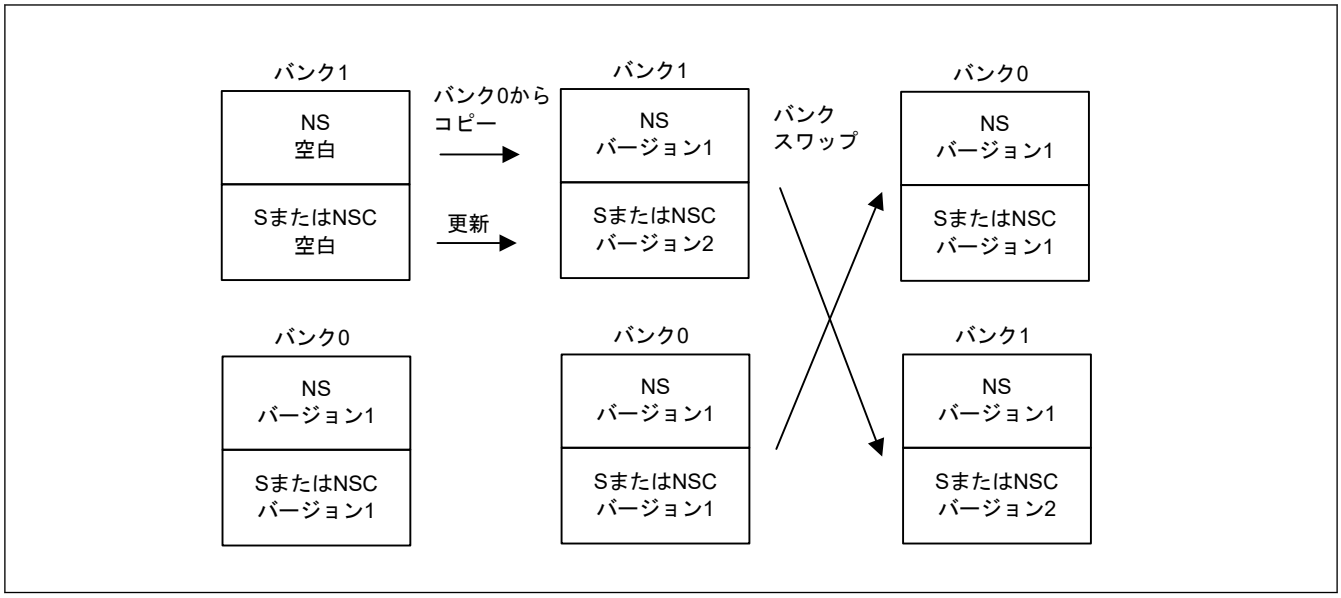
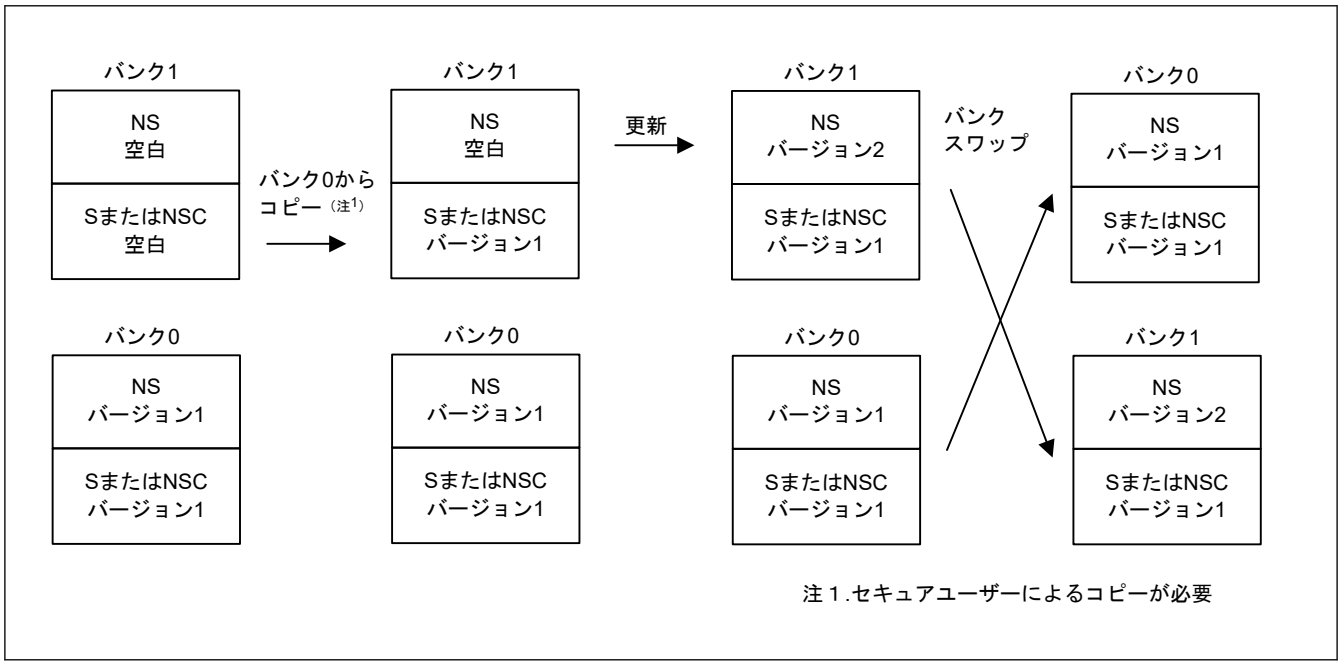

図 40.11　セキュア領域または NSC 領域のフィールドアップデートフロー
図 40.12　非セキュア領域のフィールドアップデートフロー
現地でファームウェアをアップデートする場合は、デュアルモードでのバンク切り替え後のセキュア領域（S または NSC）または非セキュア領域 (NS) の内容が維持されるように注意してください。図 40.11 および図 40.12 に、デュアルモードでのセキュア領域または非セキュア領域の情報のフィールドアップデート実行フローを示します。
図 40.11 および図 40.12 に、それぞれデュアルバンクモードでの実行時のセキュア領域と非セキュア領域のアップデートを示します。初期段階では、バンク 0 にはファームウェアのバージョン 1 が含まれ、バンク 1 は空白です。図 40.11 で示すように、S または NSC ファームウェアをバージョン 2 にアップデートするには、まずバンク 0 のバージョン 1 の NS ファームウェアをバンク 1 にコピーし、S または NSC をバージョン 2 にアップデートし、次にバンクスワップを実行します。
図 40.12 で示すように、NS ファームウェアをバージョン 2 にアップデートするには、まずバージョン 1 の S および NSC ファームウェアをバンク 0 からバンク 1 にコピーします。なお、このプロセスはセキュアサービスで実行しなければなりません。その後、非セキュアユーザーは NS ファームウェアをバージョン 2 にアップデートし、バンクスワップを実行します。